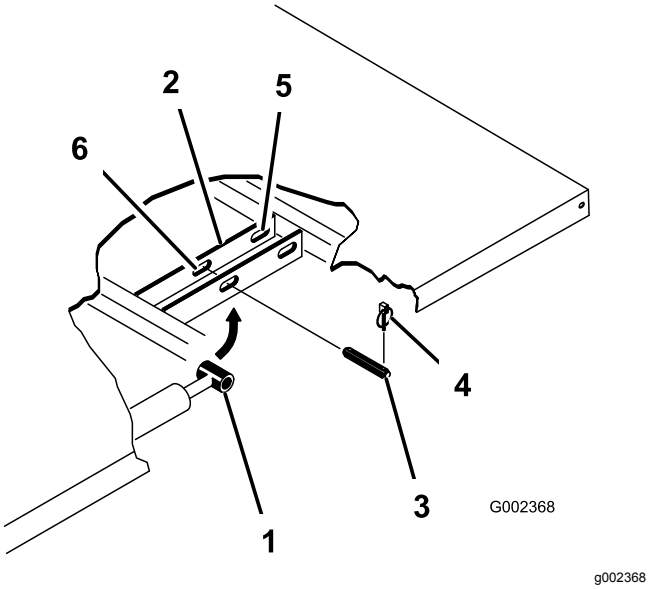

Rysunek 23
3. Wyjmij zawleczki z zewnętrznych końców sworzni z łbem płaskim tłoka siłownika (Rysunek 23).
4. Usuń sworznie z łbem płaskim mocujące końce tłoczysk siłowników do płyt montażowych platformy, wciskając sworznie do wewnątrz (Rysunek 23).
5. Wyjmij zawleczki i sworznie z łbem płaskim mocujące wsporniki osi obrotu do kanałów ramy (Rysunek 23).